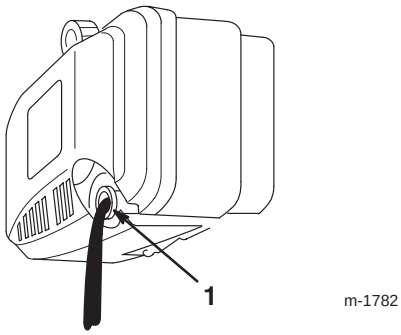

Figur 24
6. Tippa gräsklipparen på dess **vänstra** sida och låt oljan rinna ner i kärlet (figur 24).